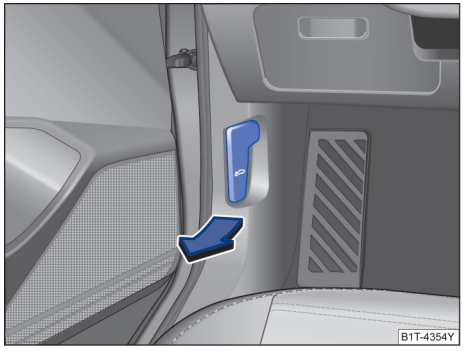

图 228 驾驶员侧脚部空间：发动机舱盖锁开启手柄 ▶
– 将车门打开沿图示箭头方向拉动开启手柄→图 228，舱盖在弹簧机构的作用下弹开稍许。